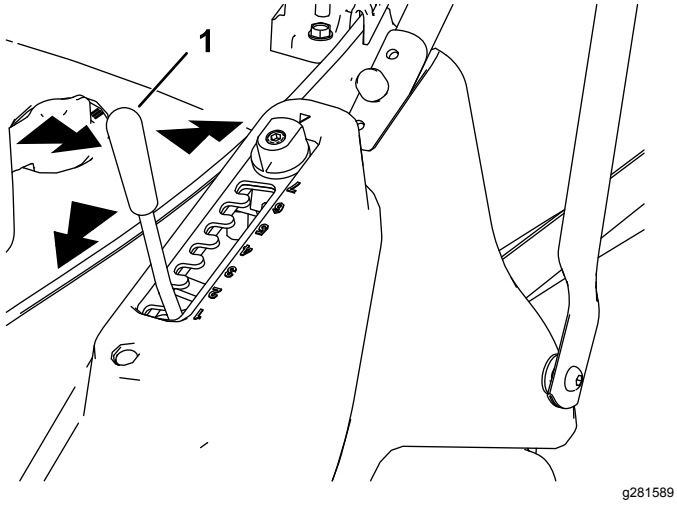

Figur 11
1. Grip klippehøydespaken og dra sidelengs for å koble den fra låsehakket (Figur 11).
2. Skyv spaken fremover for å senke, eller dra den bakover for å heve klippehøyden (Figur 11).
3. Utløs spaken i ønsket posisjon, og påse at den låses i et av de syv innstillingshakkene (Figur 11).